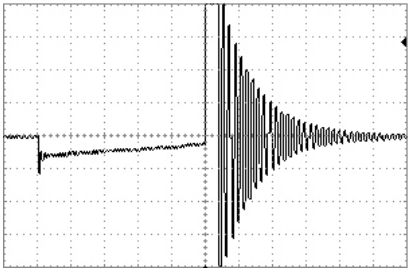

Abb.8
- **Dmp Off** (keine Dämpfung) (siehe Abb.8);